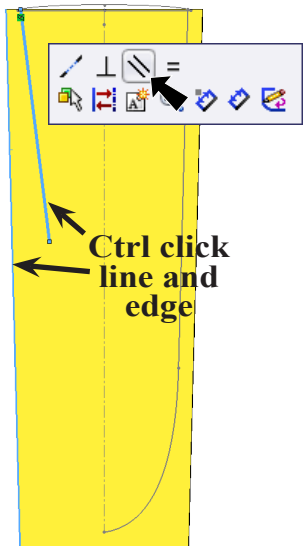

Fig. 43
Step 6. **Click line** and **Ctrl click right edge of body** to select both. Release Ctrl key and click **Make Parallel** on the Content menu, **Fig. 43**.